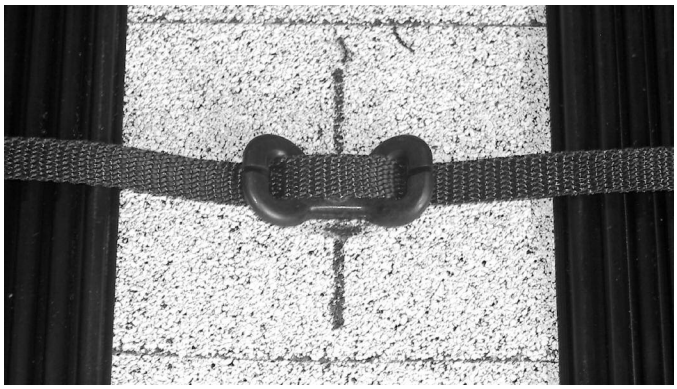

Figure 11
9. Bring the remaining strap end across the panel face passing through both slots in the bracket located on the other side of the panels. Pull the straps taut against the face of the panel. Repeat this procedure for the remaining hold-down strap. Refer to Figure 11.